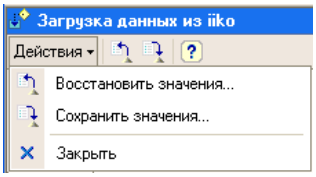

Рисунок 201 Сохранение настроек загрузки
1. Нажмите кнопку «Сохранить значения» ( ) в окне «Загрузка данных из iiko» или выберите **Действия** → **Сохранить значения** (см. Рисунок 201).
Для того чтобы применить одну из ранее сохраненных настроек, нажмите кнопку «Восстановить значения» ( ) в окне «Загрузка данных из iiko» или выберите **Действия → Восстановить значения** (см. Рисунок 201). Выберите нужную настройку из списка и нажмите кнопку **OK**. В окне загрузки будет установлен выбранный набор параметров.